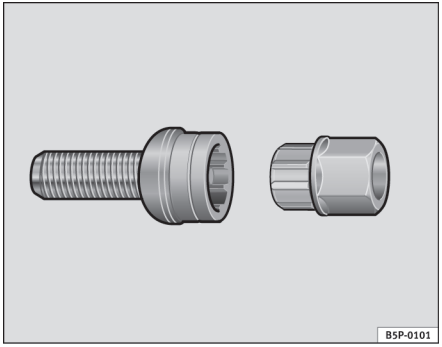

Fig. 182 Anti-theft wheel bolt
– Insert the adapter onto the wheel bolt and push it on as far as it will go ⇒ page 242, fig. 182.